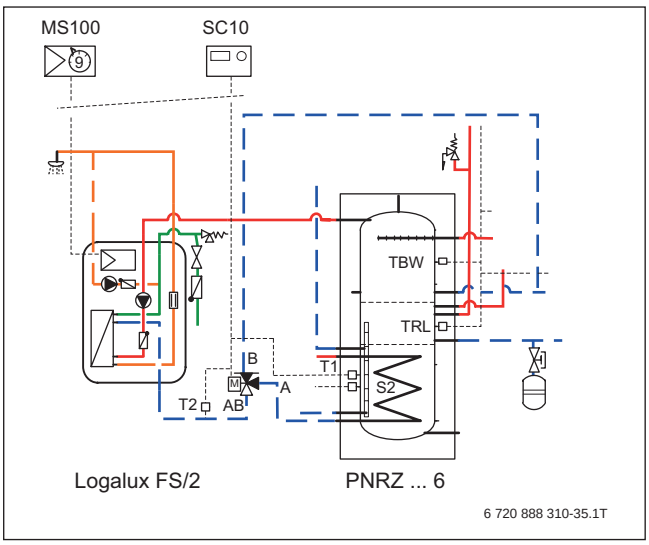

Bild 237 Rücklauftemperaturabhängige Einspeisung in PNRZ-Speicher
- Wenn optional eine Zirkulationspumpe installiert wird, sollte eine Temperaturdifferenzregelung (→ Bild 237) und ein Umschaltventil im Rücklauf der Frischwasserstation FS/2 eingebaut werden. Über diese Regelung und das Umschaltventil werden hohe Rücklauftemperaturen aus der Zirkulationsleitung oberhalb des Trennblechs des PNRZ-Speichers eingeleitet.